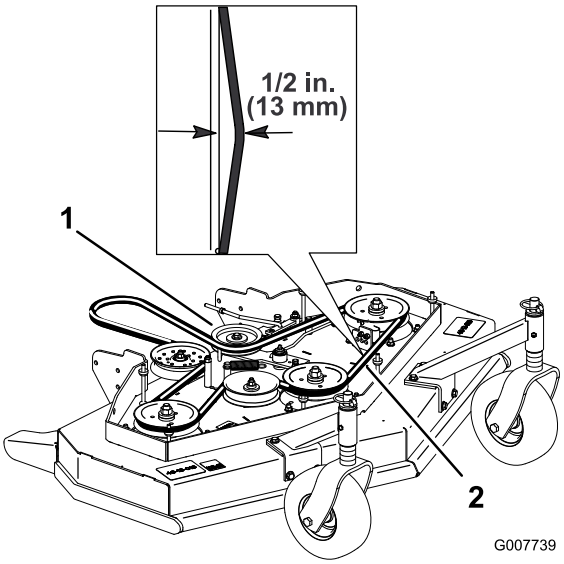

Figur 43
4. Ta bort mellandrevet och den slitna remmen (Figur 43).
Obs: Klipparremmens spänning ska ligga på 44–67 Nm med en remnedböjning på 13 mm halvvägs mellan mellandreven (Figur 43).